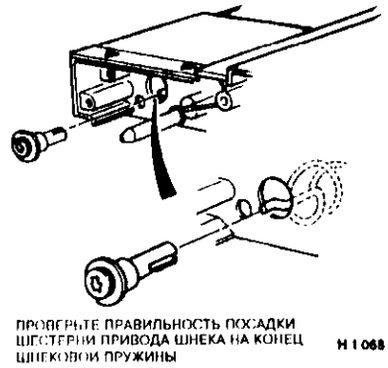

Рисунок 4. Установка приводной шестерни шнека
6. (Рисунок 4) Установите шестерню привода шнека на место, следя за тем, чтобы конец пружины правильно входил в щель шестерни.